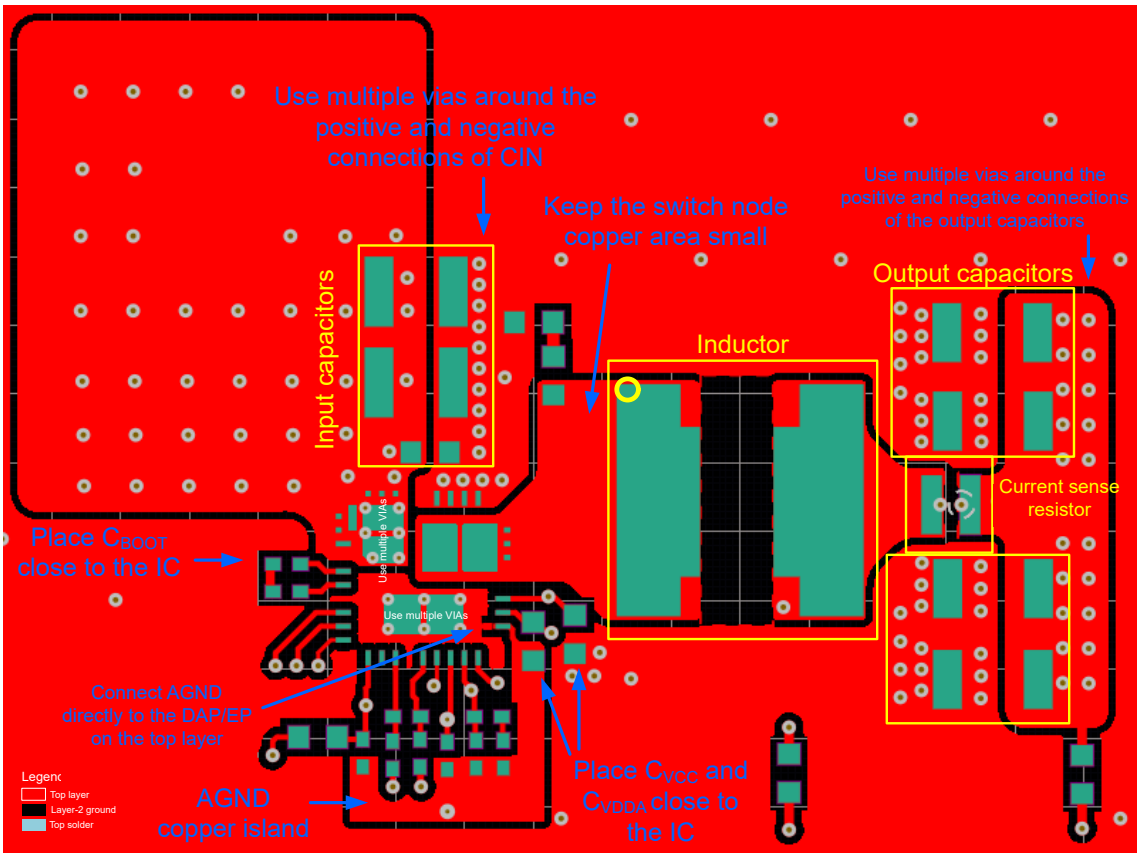

Figure 9-17. PCB Top Layer
The following list summarizes the essential guidelines for PCB layout and component placement to optimize DC/DC converter performance, including thermals and EMI signature. Figure 9-17 shows a recommended layout of the device with optimized placement and routing of the power-stage and small-signal components.
- Use low-ESR ceramic capacitors with X7R or X7S dielectric from VIN to PGND. Place an 0402 or 0603 capacitor close to VIN for high-frequency bypass as shown in Figure 9-17. Use additional 1206 or 1210 capacitors for bulk capacitance.